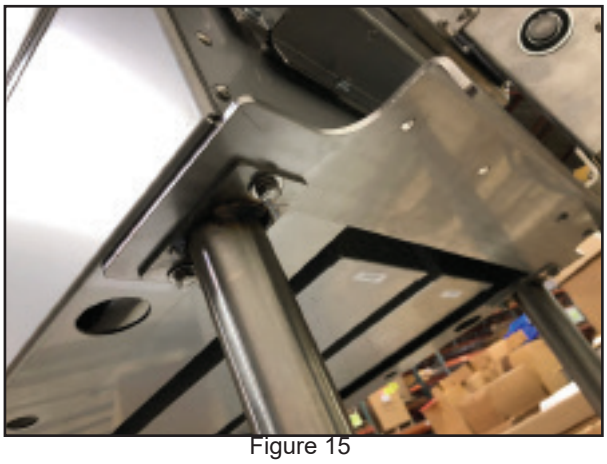

Figure 15
B. Line up the tower base bracket with the rear griddle mounting holes (Figure 15) and secure hardware. Tighten to 75inlbs or 6.25 ftlbs